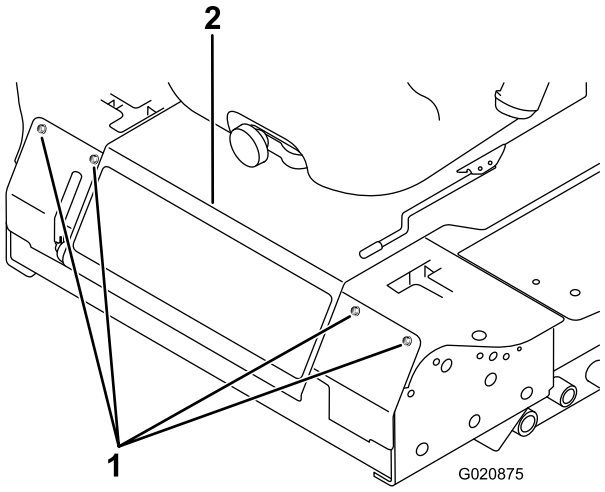

Figuur 52
3. Draai de bouten los waarmee het voorpaneel vastzit, en verwijder het paneel (Figuur 52).